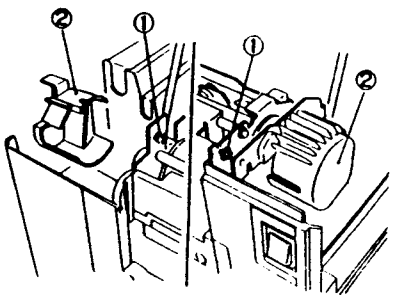

Рис. 2 NZM-0113
7. (Рис. 2): Снимите переднюю и заднюю крышки нагревательного стержня.
①. Ослабьте винт.
②. Снимите переднюю и заднюю крышки нагревательного стержня.